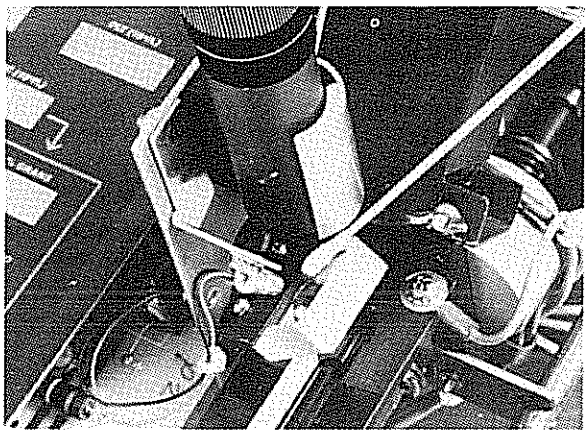

Figure 5.13. Cleaning Beam Splitter Block with Swab.
2) Loosen and slide up the microscope according to procedures in 5.3.2c in order to gain access to the Beam Splitter Block (Figure 5.13).